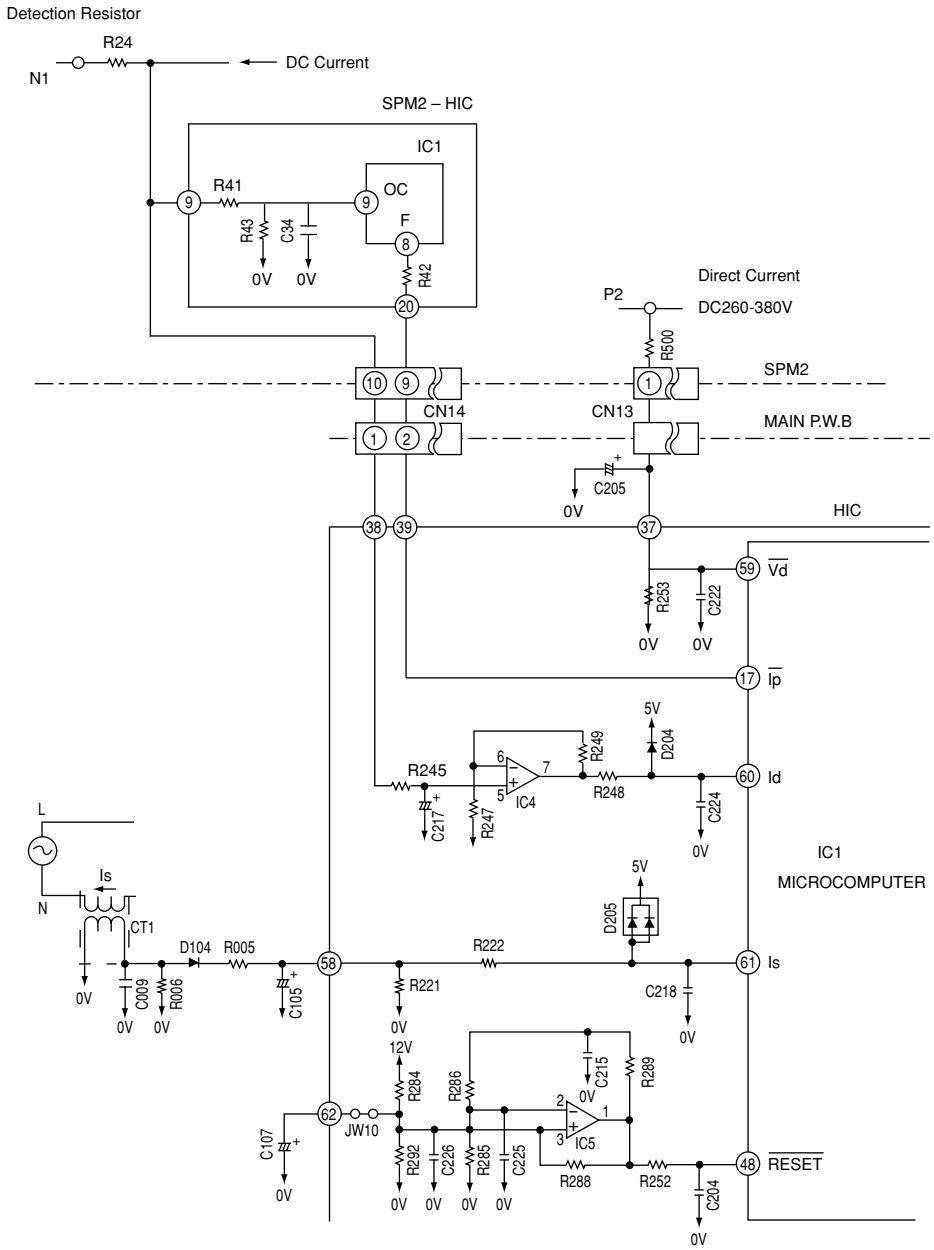
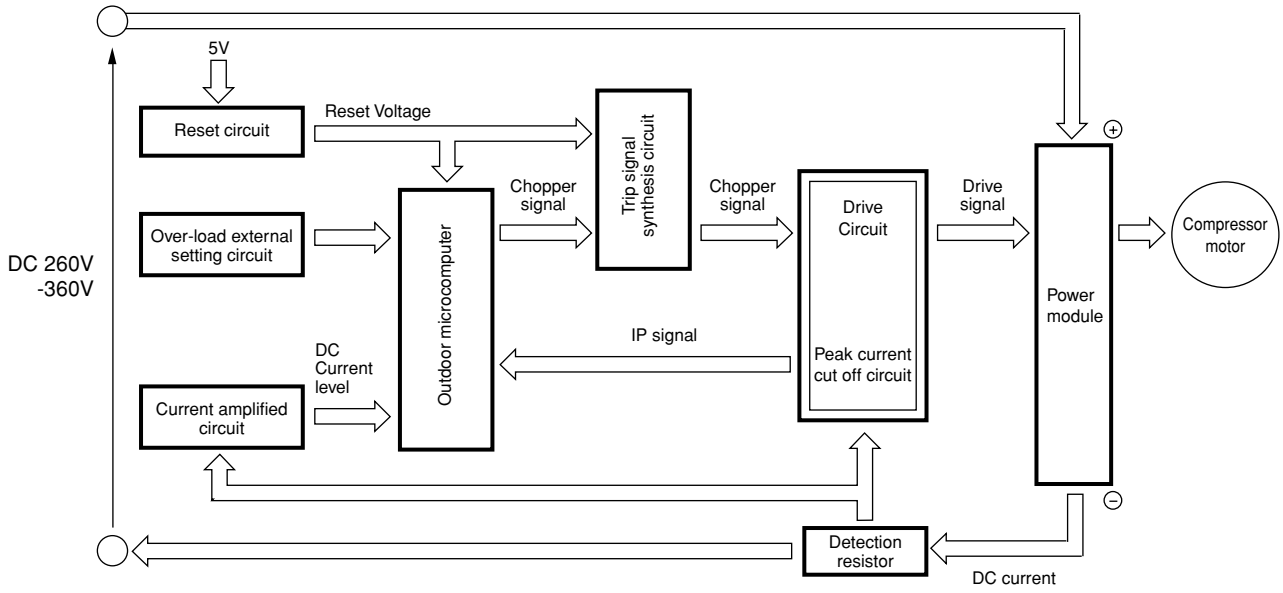

Fig. 8-1 Microcomputer and Peripheral Circuits
Fig. 8-2
- Fig. 8-1 shows the micro computer and its peripheral circuits, Table 8-1, the basic operations of each circuit block, and Fig. 8-2, the system configuration.
①. Overload external judgement circuit
- Fig. 8-1. The filter consisting of R245 and C217 removes high harmonic components from the voltage generated by the current flowing to Detection resistor; R245 and C217 average the voltage. This voltage is then input to IC4 pin ⑤ is then amplified and supplied to microcomputer pin ⑥⓪. The microcomputer compares this input with the internally set value, and if the input exceeds the set value, it enters overload control status.